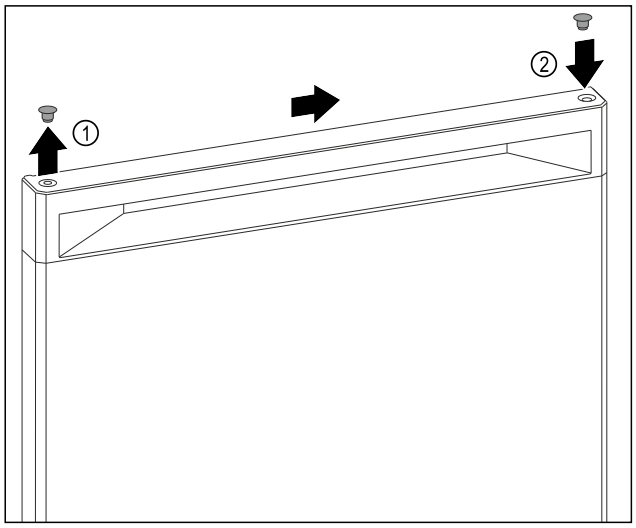

Fig. 7
- ▶ Løft forsigtigt dækproppen på dørens overside *Fig. 7 (1)* af ved hjælp af en kærvskruetrækker.
- ▶ Indsæt dækproppen på den modsatte side. *Fig. 7 (2)*